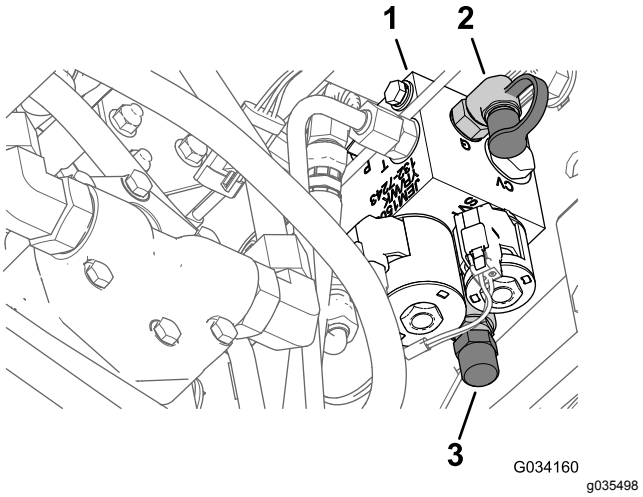

Figur 13
3. Anslut en tryckmätare till kontrollporten på lyftgrenrörets bakre del (Figur 13).
4. Avlägsna locket från viktöverföringsspolen på lyftgrenrörets främre del (Figur 13).
5. Lossa kontramuttern längst ned på viktöverföringsspolen (Figur 13).